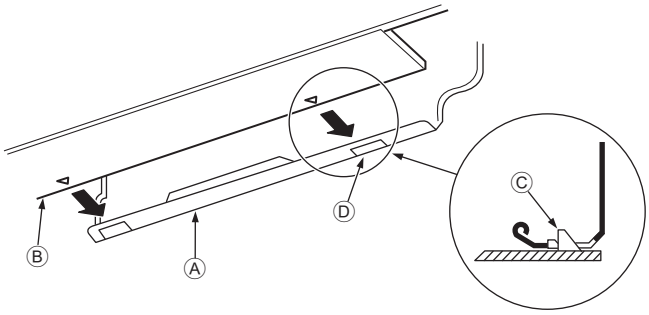

Fig. 3-15
3. Al introducir las tuberías de refrigerante y la manguera de drenaje en el orificio de penetración en la pared (manguito de penetración), cuelgue la parte superior de la unidad interior en la placa de montaje ①.
5. Fije la unidad en la placa de montaje ① empujando la parte inferior de la unidad. (Fig. 3-15)
* Asegúrese de que los tiradores de la parte inferior de la unidad interior estén bien enganchados en la placa de montaje ①.